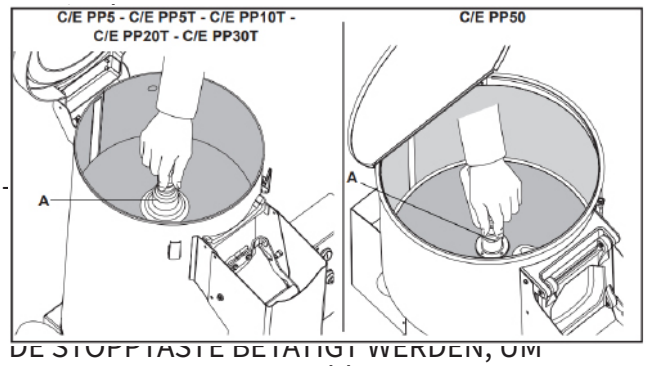

Abb. 7
- Entfernen Sie die Schabescheibe mit dem entsprechenden Griff (Abb. 7, Verweis A) und entfernen Sie mit Wasser die restliche Schale von der